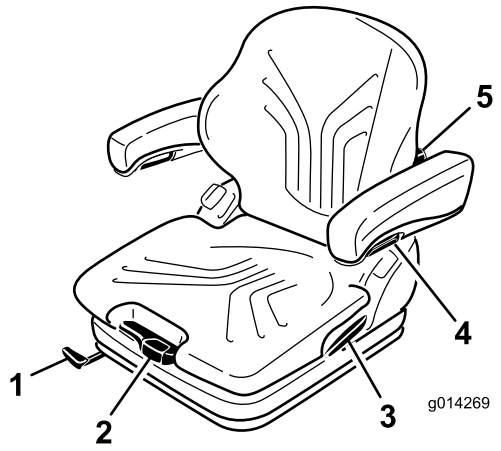

Figur 11
Sædet indstilles efter førerens vægt ved at trække eller trykke på håndtaget til vægtindstilling (Figur 11).
1. Sædet kan justeres ved at hæve håndtaget og udløse sædet (Figur 11).
Når justeringsknappen drejes opad, indstilles rundingen øverst på ryglænshynden. Når justeringsknappen drejes nedad, indstilles rundingen nederst på ryglænshynden (Figur 11).
Armlænshøjden indstilles ved at afmontere den runde hætte (Figur 11) fra betrækket, løsne sekskantmøtrikken (13 mm) og indstille armlænene som ønsket, hvorefter møtrikken spændes igen. Sæt hætten på møtrikken igen.
Drej justeringsknappen for at indstille armlænenes vinkel (Figur 11).
Træk låsegrebet op for at udløse ryglænslåsen (Figur 11). Ved udløsning af ryglænslåsen må der ikke presses mod ryglænet.